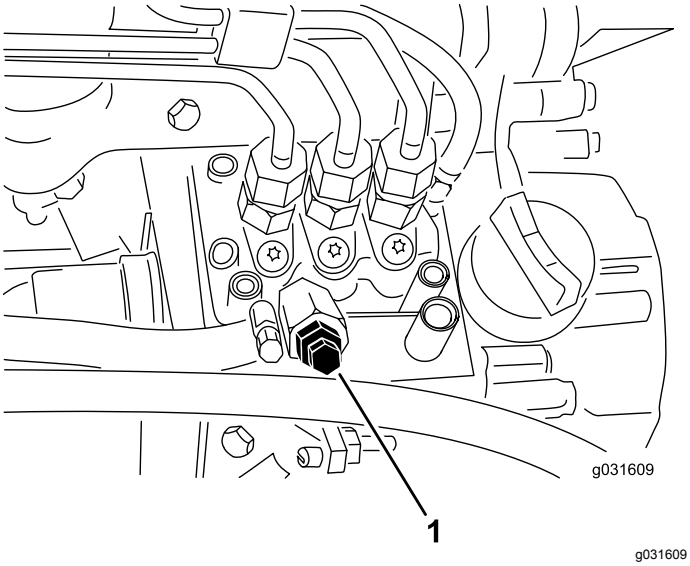

Figura 51
4. Aprite la vite di spurgo dell'aria, situata sulla pompa di iniezione del carburante (Figura 51).